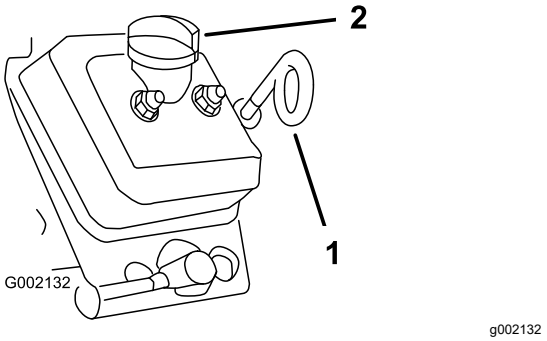

Figur 35
5. Använd en trasa och gör rent området runt oljestickan och påfyllningslocket (Figur 35), så att smuts inte kan komma in i oljestickans rör eller påfyllningsröret och skada motorn.
6. Ta bort oljestickan och torka av änden (Figur 35).
7. Stick ner oljestickan helt i påfyllningsröret och se till att den sitter fast ordentligt (Figur 35).
10. Sätt tillbaka påfyllningslocket (Figur 35).
11. Sätt tillbaka oljestickan så att den sitter ordentligt (Figur 35).